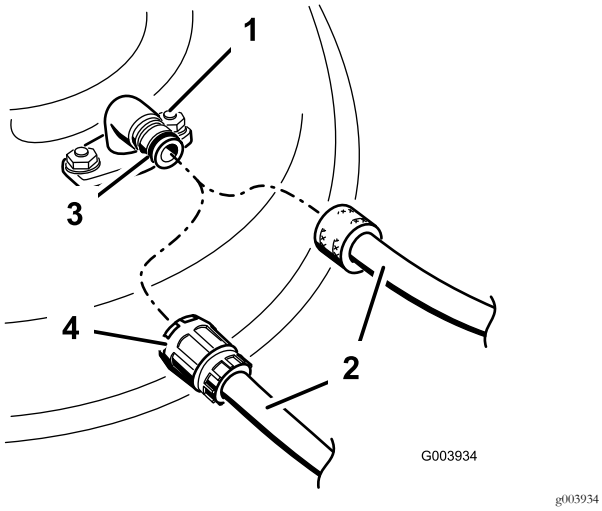

Figuur 73
3. Bevestig de slangkoppeling aan de wasaansluiting van de maaimachine en draai de waterkraan helemaal open (Figuur 73).